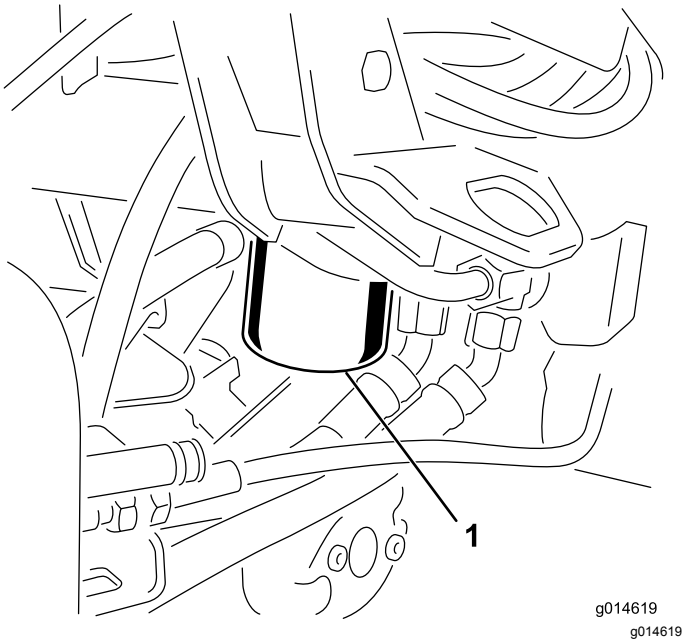

Figuur 42
1. Reinig de omgeving van de plaats waar het filter wordt gemonteerd (Figuur 42). Plaats een opvangbak onder het filter en verwijder het filter.